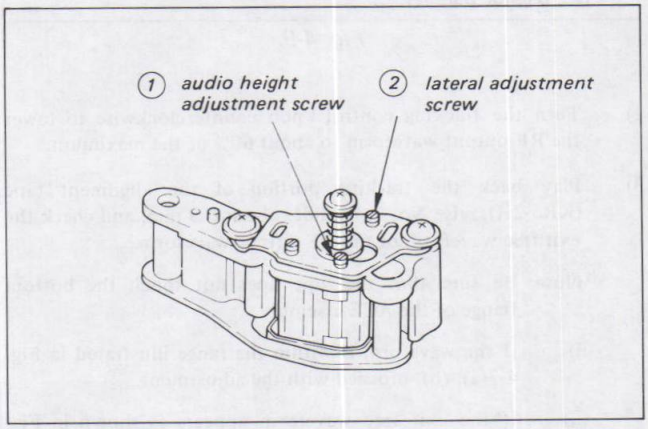

Fig. 4-15.
2) Turn the audio head height adjustment screw (1) and the lateral adjustment screw (2) (Fig. 4-15) until the audio output waveform amplitude is maximum.